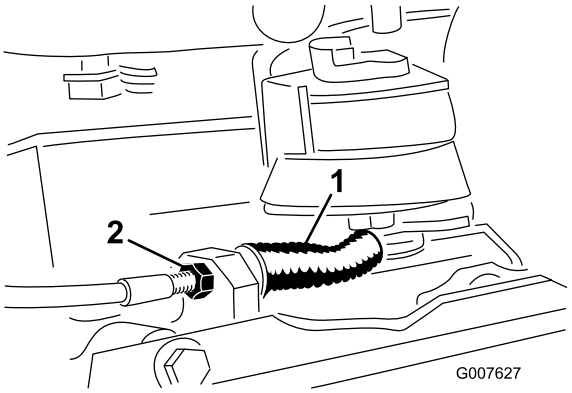

Figur 27
3. Kabelspændingen øges ved at løsne kablets forreste kontramøtrik og spænde kablets bageste kontramøtrik (Figur 27), indtil der kræves en kraft på 2,3 til 3,2 kg for at aktivere bremsen. Mål belastningen ved grebets knop. Overjuster ikke, så bremsebåndet hænger.